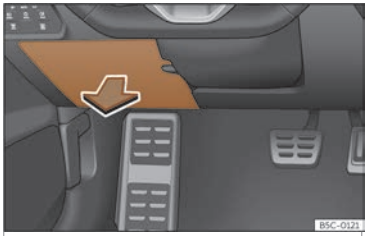

Fig. 48 En el tauler d'instruments del costat del conductor:tapa de la caixa de fusibles.
- *Obrir:* abaixeu la tapa de la guantera fins a baix de tot>>> **fig. 48** .